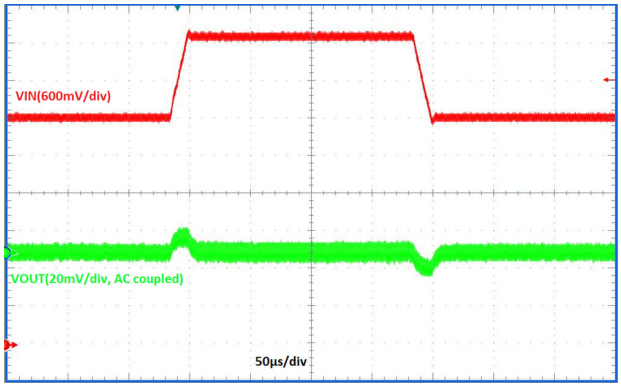

Figure 19. Line Transient, V_{IN} = 3.8 V ↔ 5 V, Slew Rate = 100 mV/µs, I_{OUT} = 3 A
6. Refer to Fig. 19 Typical Derating Curve for additional $I_{OUT(MAX)}$ guidance.